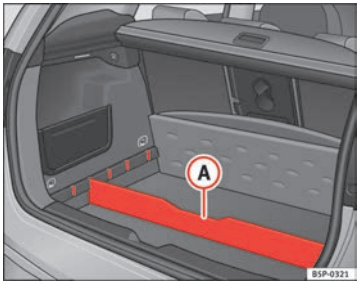

Fig. 105 Variable luggage compartment floor storage compartment
– Fit the separator (A) ⇒ Fig. 105, into the side grooves depending on the size of the objects to be transported. The on-board tool kit and the spare wheel are located underneath the luggage compartment.